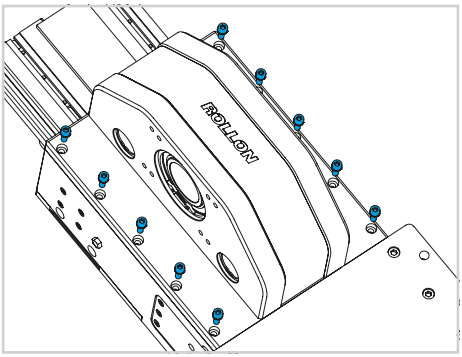
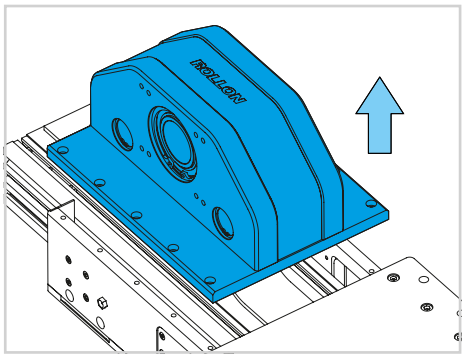

Fig. 13
Fig. 14
7) Desserrez les vis fixant la tête d'entraînement et retirez-là (voir Fig. 13 et Fig.14). Retirez l'ancienne courroie de la tête d'entraînement.